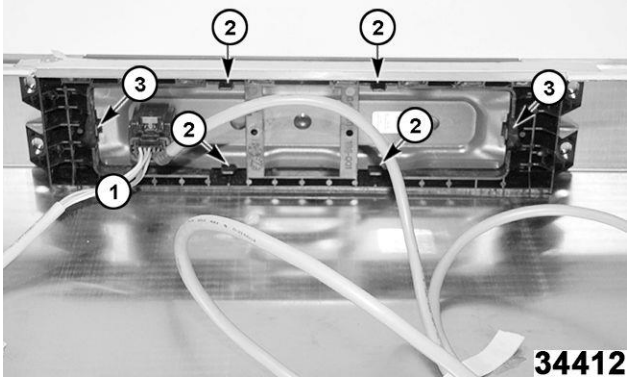

Fig. 64
3. Desconecte el cable de comunicación. (1, Fig. 64)
4. Utilice una herramienta de extracción de la pantalla para activar los soportes (2, Fig. 64) mientras se activan los clips (3, Fig. 64) con los pulgares, empuje hacia delante y fuera de la cubierta de la capota.